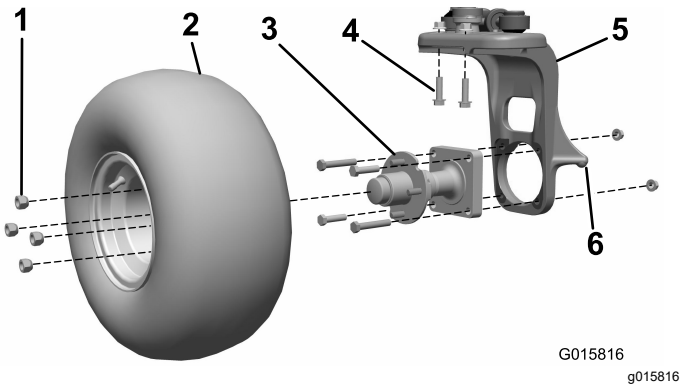

図 1
1. キャスタフォークの吊り上げ部を使ってユニットを吊り上げる図 1。
2. ホイールのハブからほいーるアセンブリを外す。ラグナットは捨てないこと図 1。
3. ホイールハブをキャスタフォークに固定しているボルト4本とナット2個を取り外す図 1。外したものはすべて廃棄する。
4. バーチカルステアリングピボットををキャスタフォークに固定しているボルト2本とナット2個を取り外す図 1。外したものは廃棄する。